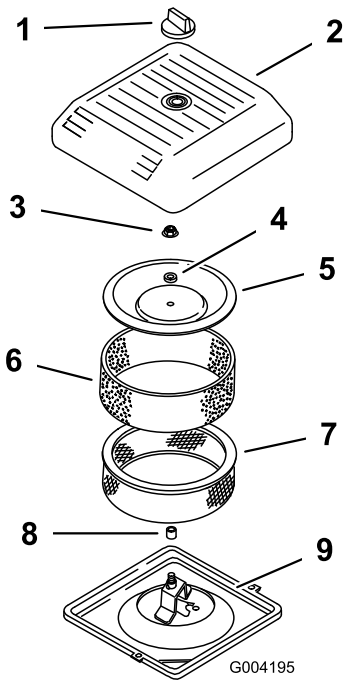

Figur 17
2. Skruva av ratten och ta bort luftrenarkåpan (Figur 17).
3. Skjut försiktigt bort skumförfiltret från pappersinsatsen (Figur 17).
4. Skruva bort kåpans mutter och ta bort kåpan, distansbrickan och pappersfiltret (Figur 17).
2. Sätt dit luftrenaren på luftrenarbasen (Figur 17).
3. Montera kåpan och distansbrickan, och fäst kåpan med kåpmuttern (Figur 17). Dra åt muttern till ett moment på 10,7 Nm.
4. Sätt tillbaka luftrenarkåpan och dra åt den med ratten (Figur 17).